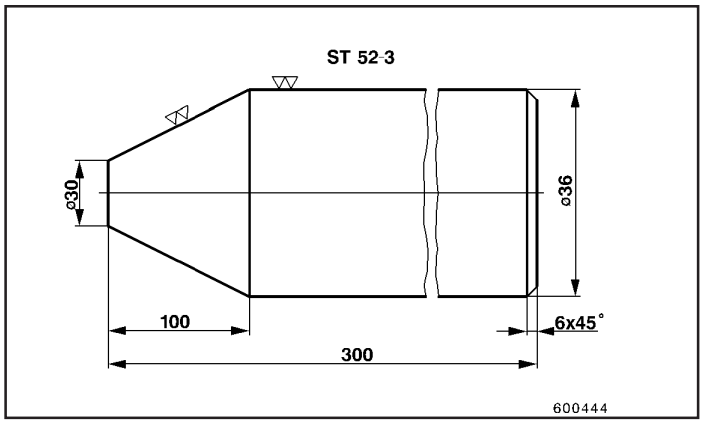

Fig.4
- Alinhe os dois elos da corrente a serem conectados com um pino cônico (Fig.4), de modo que os dois diâmetros fiquem centrados e coloque um suporte sob a corrente.
- Instale um novo elo de corrente com 4 discos de encosto (9) e arruelas (10), alinhe-as usando o pino cônico para centralizá-las (Fig.4).